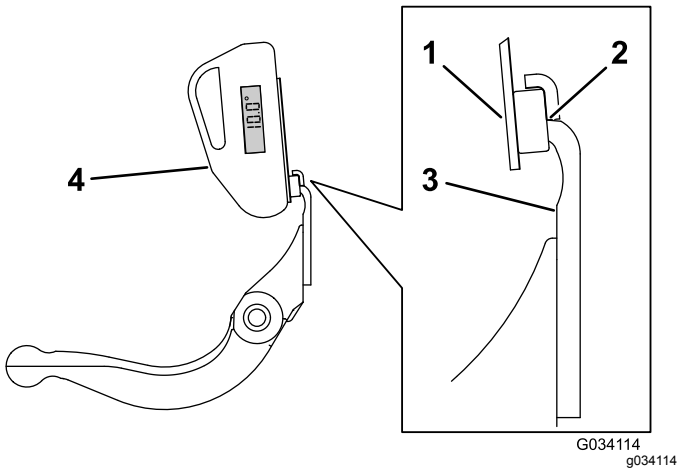

Figuur 28
magneet aansluit op de rand van het ondermes (Figuur 28).
4. Plaats de hoekindicator op de steun zoals getoond in Figuur 28.